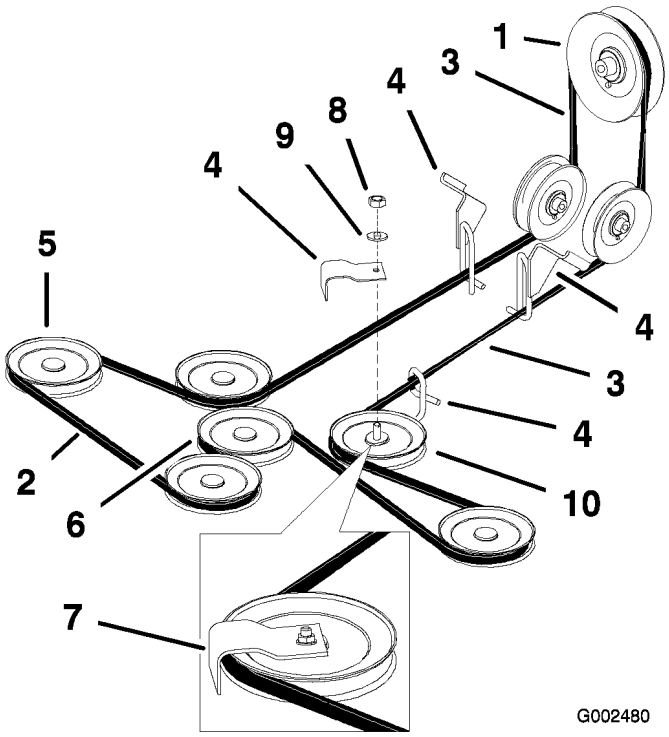

Figur 53
4. Lossa muttern som säkrar remskivplattan och flytta plattan för att lätta på mellanremskivans remspänning (Figur 53).
6. Lossa klippremmen från remstyrningen och ta loss remmen (Figur 53).
7. Montera den nya klippremmen runt klipparens spindelskivor, klipparens remskiva, in i remstyrningarna, in i den bakre remskiveenheten och kopplingen (Figur 53).
Obs: Kontrollera vridningen hos remmen mellan remskivorna. Kontrollera att den inte överstiger vad som anges i Figur 53.
Viktigt: Kontrollera vridningen hos remmen mellan remskivorna. Kontrollera att den inte överstiger vad som anges i Figur 53.